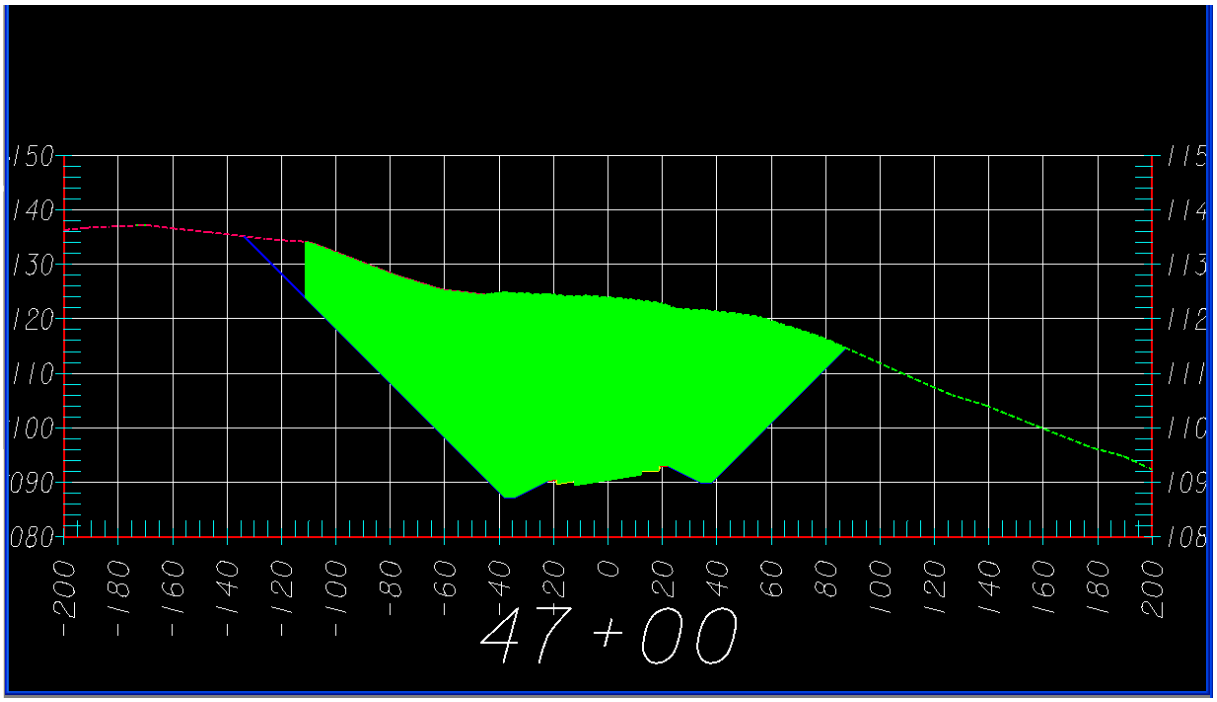

Figure L11-16 MicroStation View Window
39.	**Review Station 47+00.00 in MicroStation.** • In the **Cross Section Viewer**, highlight Station **47+00.00**. • Verify your view in MicroStation matches that shown in *Figure L11-16*. • Notice the cross section contains a gap in the upper left corner. • Click **Close** to exit the **Cross Section Viewer** dialog.